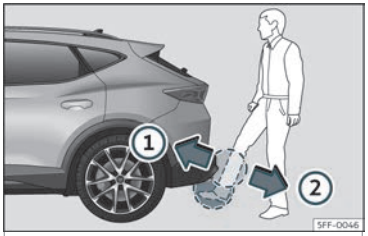

Abb. 80 Heckklappe mit sensorgesteuerter Öffnung (Easy Open).
- Mit einer schnellen Bewegung nähern Sie einen Fuß und unteren Beinteil so weit wie möglich dem Stoßfänger. Der untere Beinteil muss sich dem oberen Sensorbereich, und der Fuß dem unteren Sensorbereich ››› **Abb. 80** ① nähern.
- Entfernen Sie den Fuß und den unteren Beinteil mit einer schnellen Bewegung aus dem Sensorbereich››› **Abb. 80** ②. Die Heckklappe öffnet sich selbsttätig.